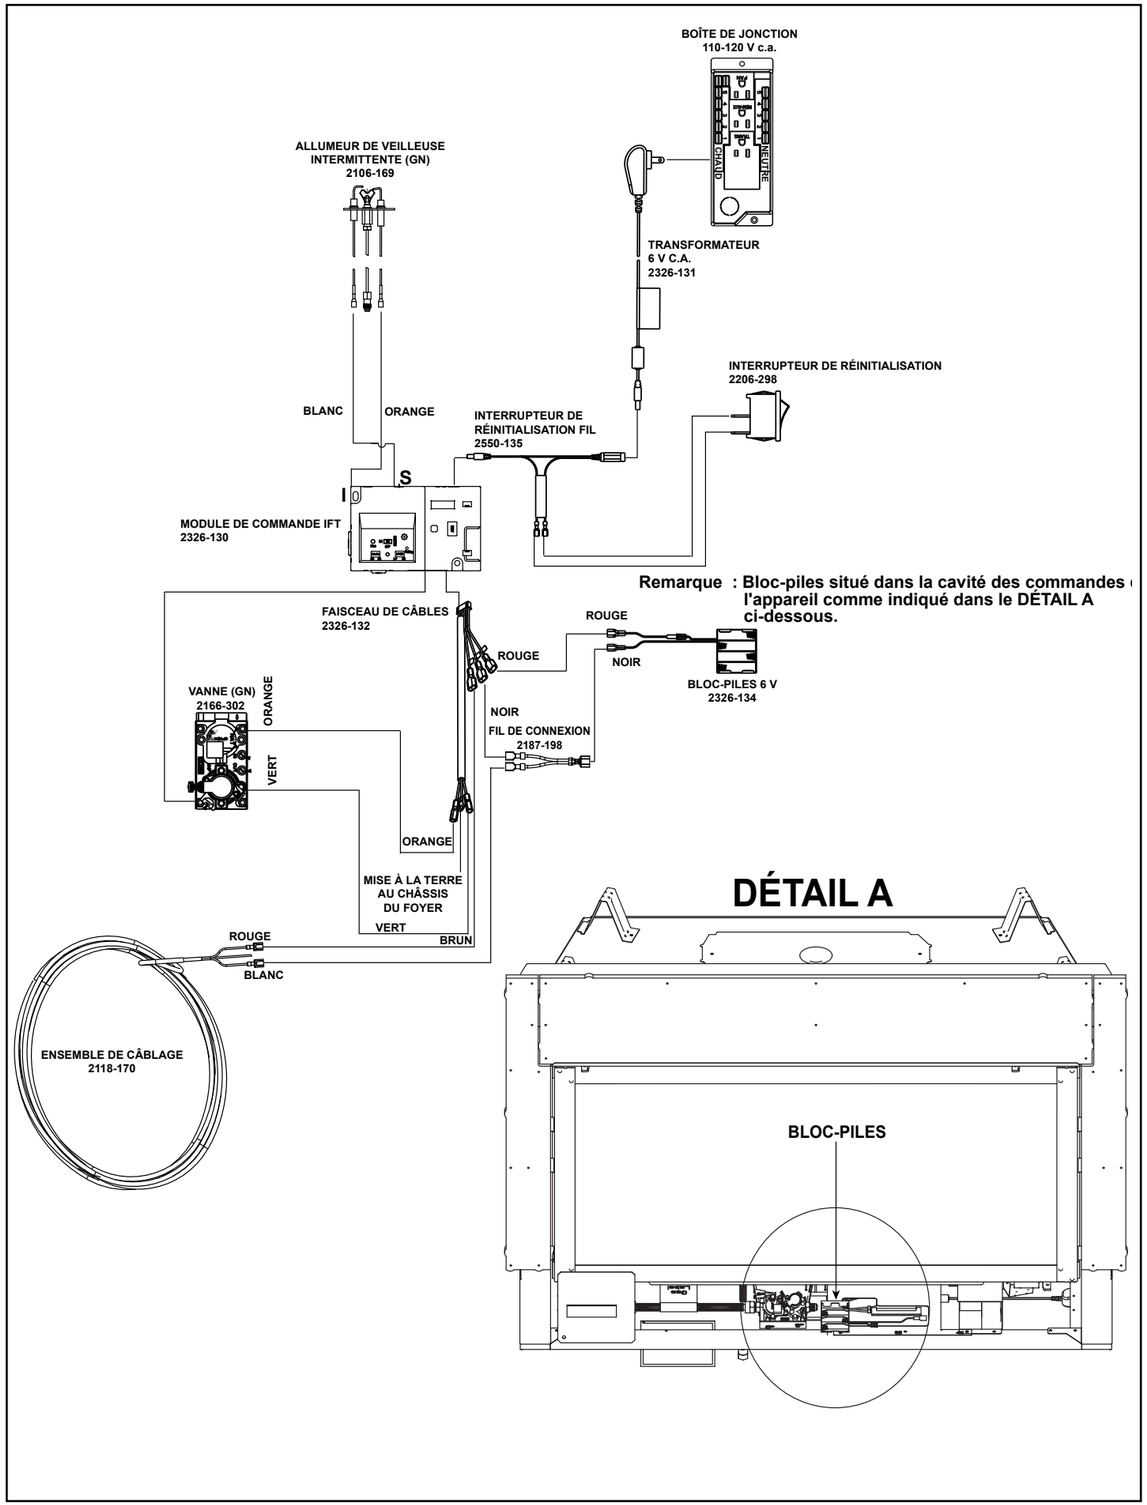

Figure 8.5 Schéma du câblage IntelliFire Tactile - Standard
- Consultez la figure 8.5, 8.6 et 8.7, Schémas du câblage IntelliFire Tactile (IPI).